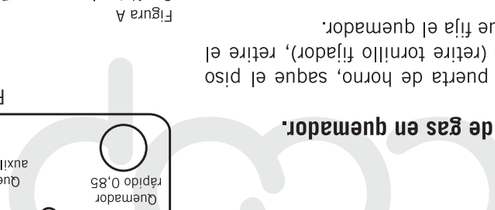

Figura 2
-Observe los grifos y encontrará a simple vista un tornillo. Figura 2